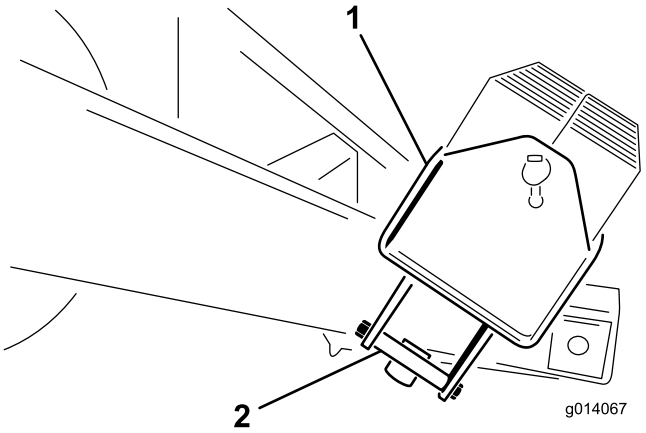

**Figur 5**
2. Ta ut de 1/2 x 5–1/2 tommers boltene fra monteringsbraketten som holder vektkassen. Kast monteringsbrakettene (Figur 5).